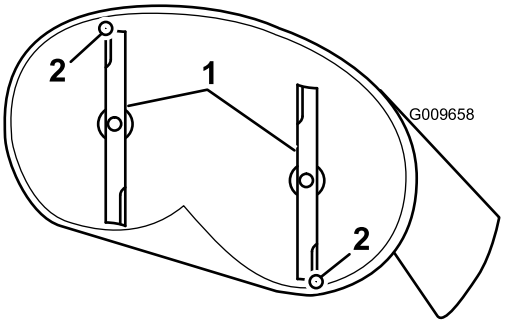
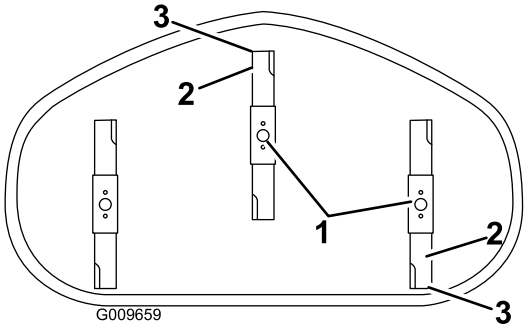

Figura 53
Figura 54
4. Girate con cautela le lame in modo che siano disposte longitudinalmente (Figura 53 e Figura 54).
5. Misurate il valore dalla punta della lama anteriore e dalla punta della lama posteriore alla superficie piana (Figura 53 e Figura 54). Se la punta della lama anteriore non è inferiore alla punta della lama posteriore di 1,6–7,9 mm, regolate il dado di bloccaggio anteriore.
8. Una volta effettuata la regolazione, ricontrollate l'inclinazione longitudinale. Continuate la regolazione del dado finché la punta della lama anteriore non è più bassa di 1,6-7,9 mm rispetto a quella posteriore (Figura 53 e Figura 54).